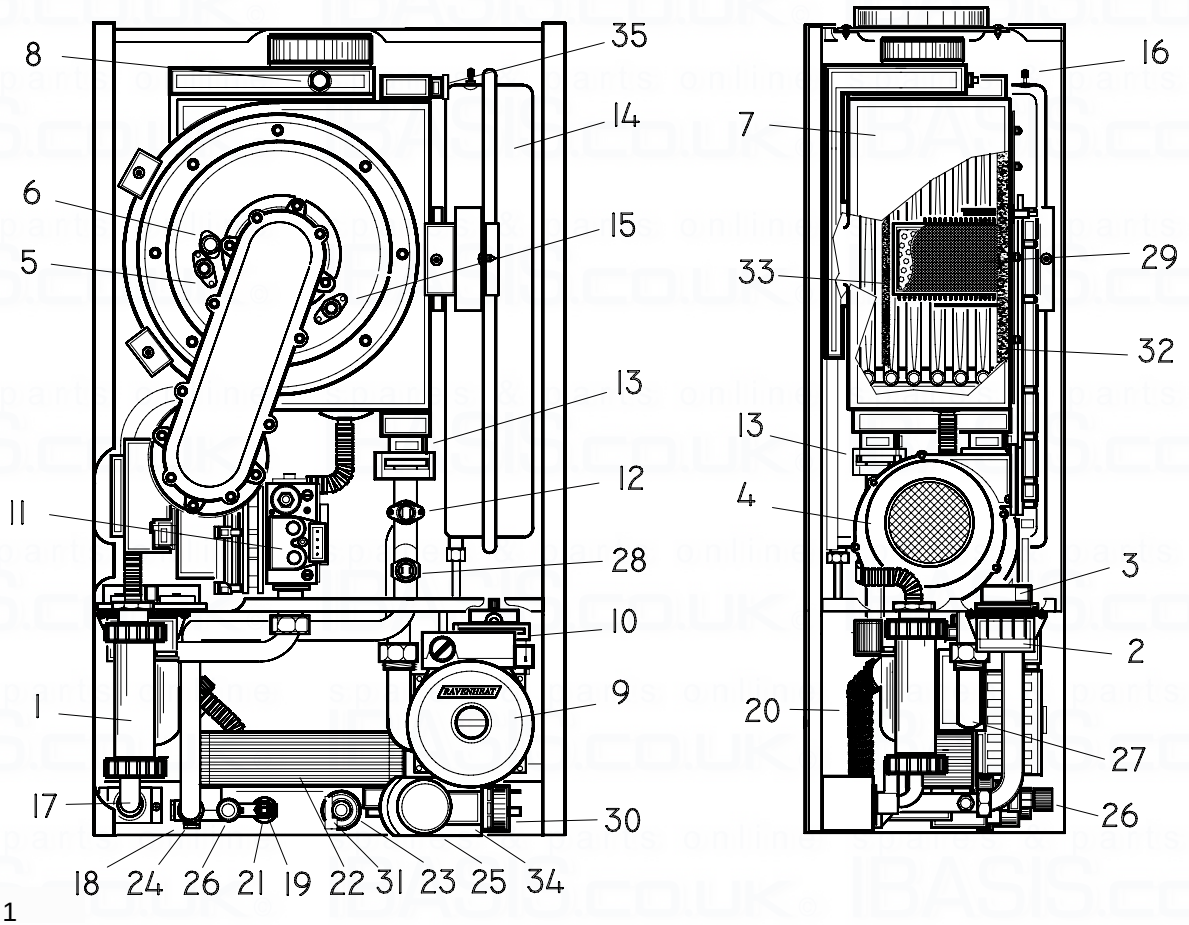

Fig. 1
BASIC COMPONENTS - (See figure 1)
1.2 Fig.1 Illustrates the general layout of components.